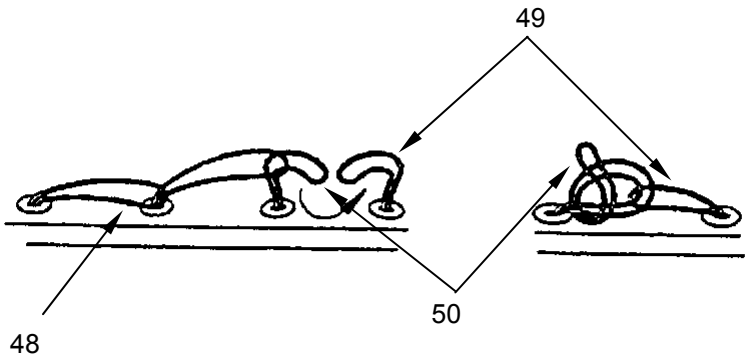

Figure 24. Complete Becket Lacing.
8. Continue lacing and close hook and pile weather flap **(Figure 24, Item 48)** until reaching the last becket lace **(Figure 24, Item 49)**.
10. Upon reaching last becket lace **(Figure 24, Item 49)** at eave, insert next-to-last becket face **(Figure 24, Item 50)** through loop of last becket lace.
11. Pull the next-to-last becket lace **(Figure 24, Item 50)** back towards the ridge and tie off with half-hitch knot.